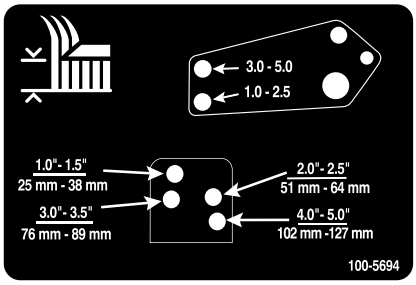

Figur 23
10. Rikta in motviktslänkarnas hål efter de fästhål för klipphöjdsinställningen som valts i klippdäckets ram, sätt i sprintbultarna och montera hårnålssprintarna (Figur 23).